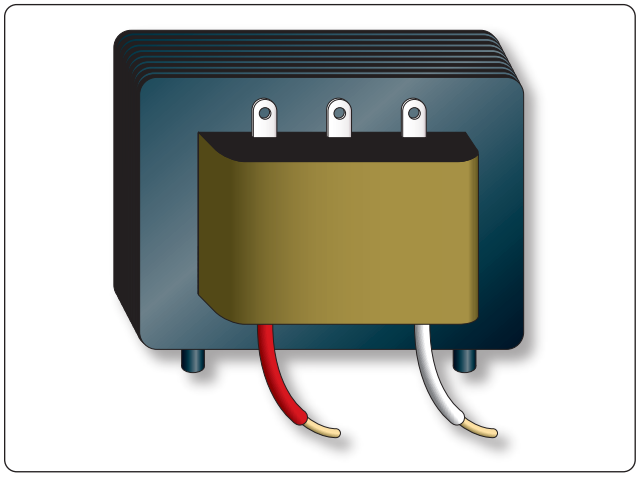

Figure 12-145. *Power supply transformer.*
1. Power transformers are used to step up or step down voltages and current in many types of power supplies. They range in size from the small power transformer *[Figure 12-145]* used in a radio receiver to the large transformers used to step down high power line voltage to the 110–120 volt level used in homes.